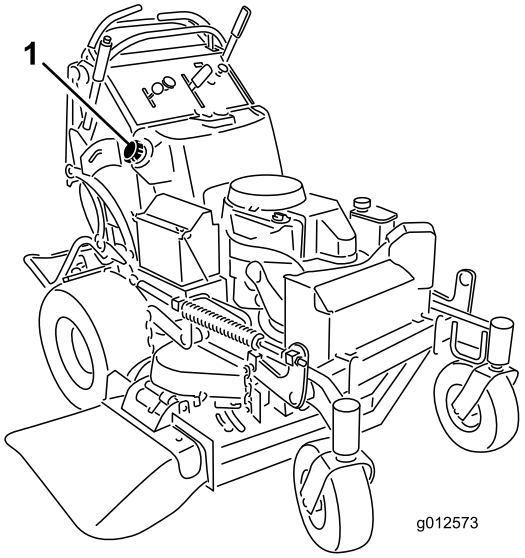

Figure 51
5. À l'aide du siphon, vidangez le carburant dans un bidon propre (Figure 51).